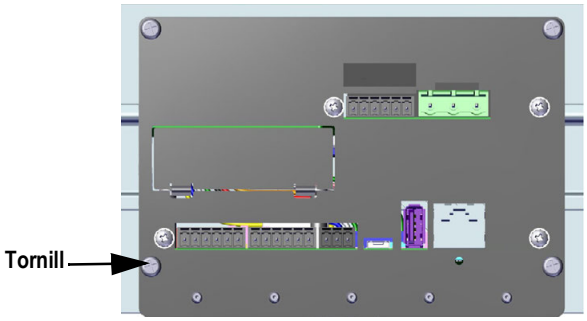

*Figura 2-25. Tornillo de placa inferior*
1. Retire el tornillo resaltado en la Figura 2-25.